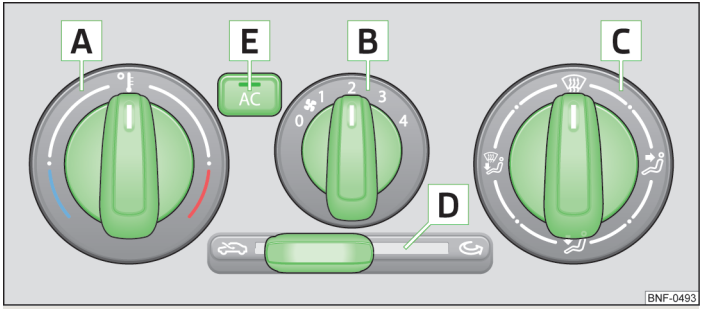

Fig. 64 **The air conditioning system: Control elements**
Functions of the individual controls » Fig. 64**:**
- The warning light in the **AC** button (» Fig. 64, Pos. E) lights after activation, even if not all of the conditions for the function of the cooling system have been met » page 59. As a result, the readiness for cooling is signalled when all conditions are satisfied » page 59.
› Move the sliding regulator D » Fig. 64 on page 60 into position .